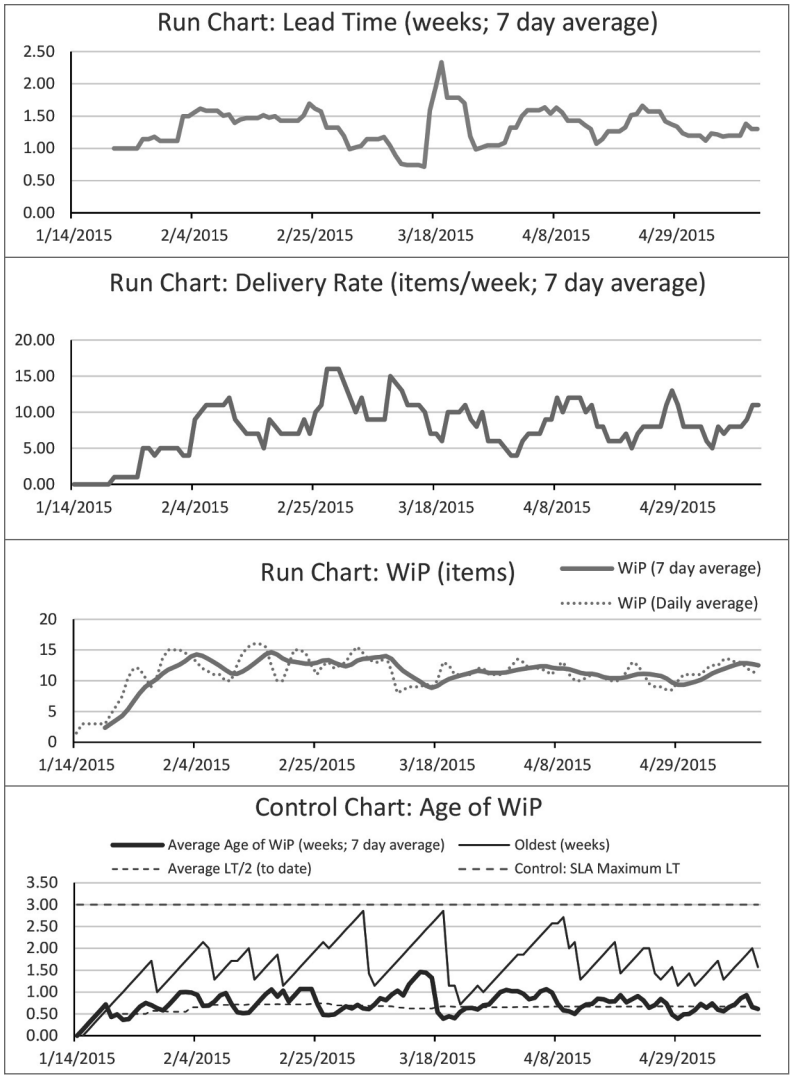

Figure 13 Run or control charts of LT, DR, WiP, and Age of WiP
- **Run Charts** of average Lead Times, Delivery Rates, WiP, and **Age of WiP** (see Figure 13)
- **Control Charts** of Lead Times or Age of WiP may also be used. Control charts may be run charts or scatterplots with the addition of control ranges, which may be used to trigger action that keeps items in the desired range. Control charts are more common in manufacturing than in Kanban because of the higher natural and expected variation in knowledge work (see Figure 13).
The run charts in Figure 13 show the variation in the 7-day rolling averages for these metrics over the same period. The Age of WiP chart additionally shows the age of the "oldest" item in progress. It